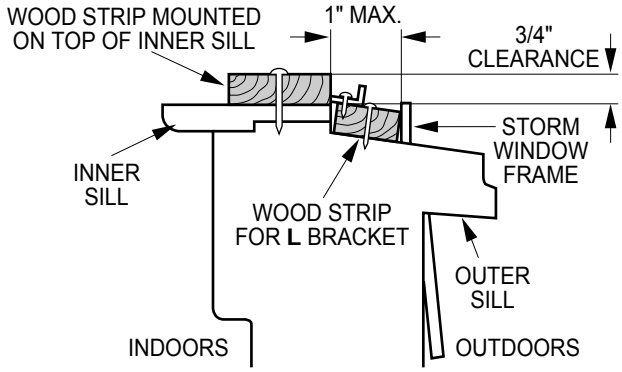

Figure 4
2. If storm window presents interference, fasten a 2" wide wood strip to the inner window sill across the full width of the sill. The wood strip should be thick enough to raise the height of the window sill so that the unit can be installed without interference by the storm window frame. See Figure. 4. Top of wood strip should be approximately 3/4" higher than the storm window frame (STORM WINDOW FRAME) or wood strip (OUTDOORS) to help condensation to drain properly to the outside.
3. Install a second wood strip (approximately 6" long by 11/2" wide and same thickness as first strip) in the center of the outer sill flush against the back off the inner sill. This will raise the L bracket as shown Figure. 4.